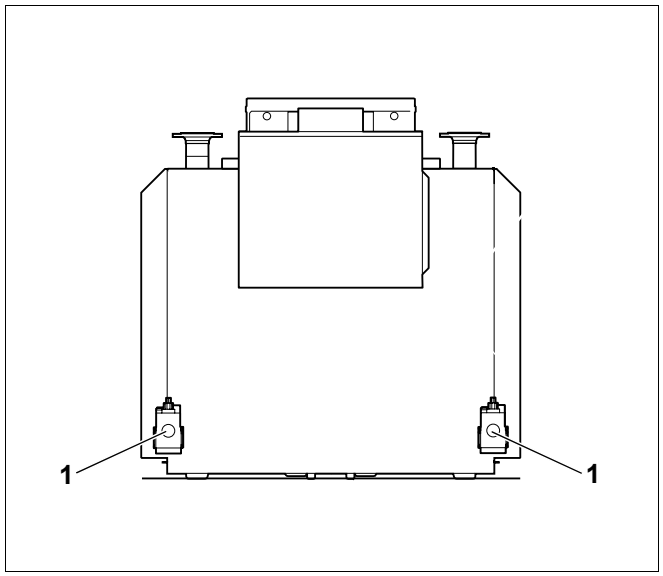

Рис. 3 Подключение газа (вид сзади)
- Без натяжения подключить газопровод к газовому вводу котла (рис. 3, **поз. 1**).